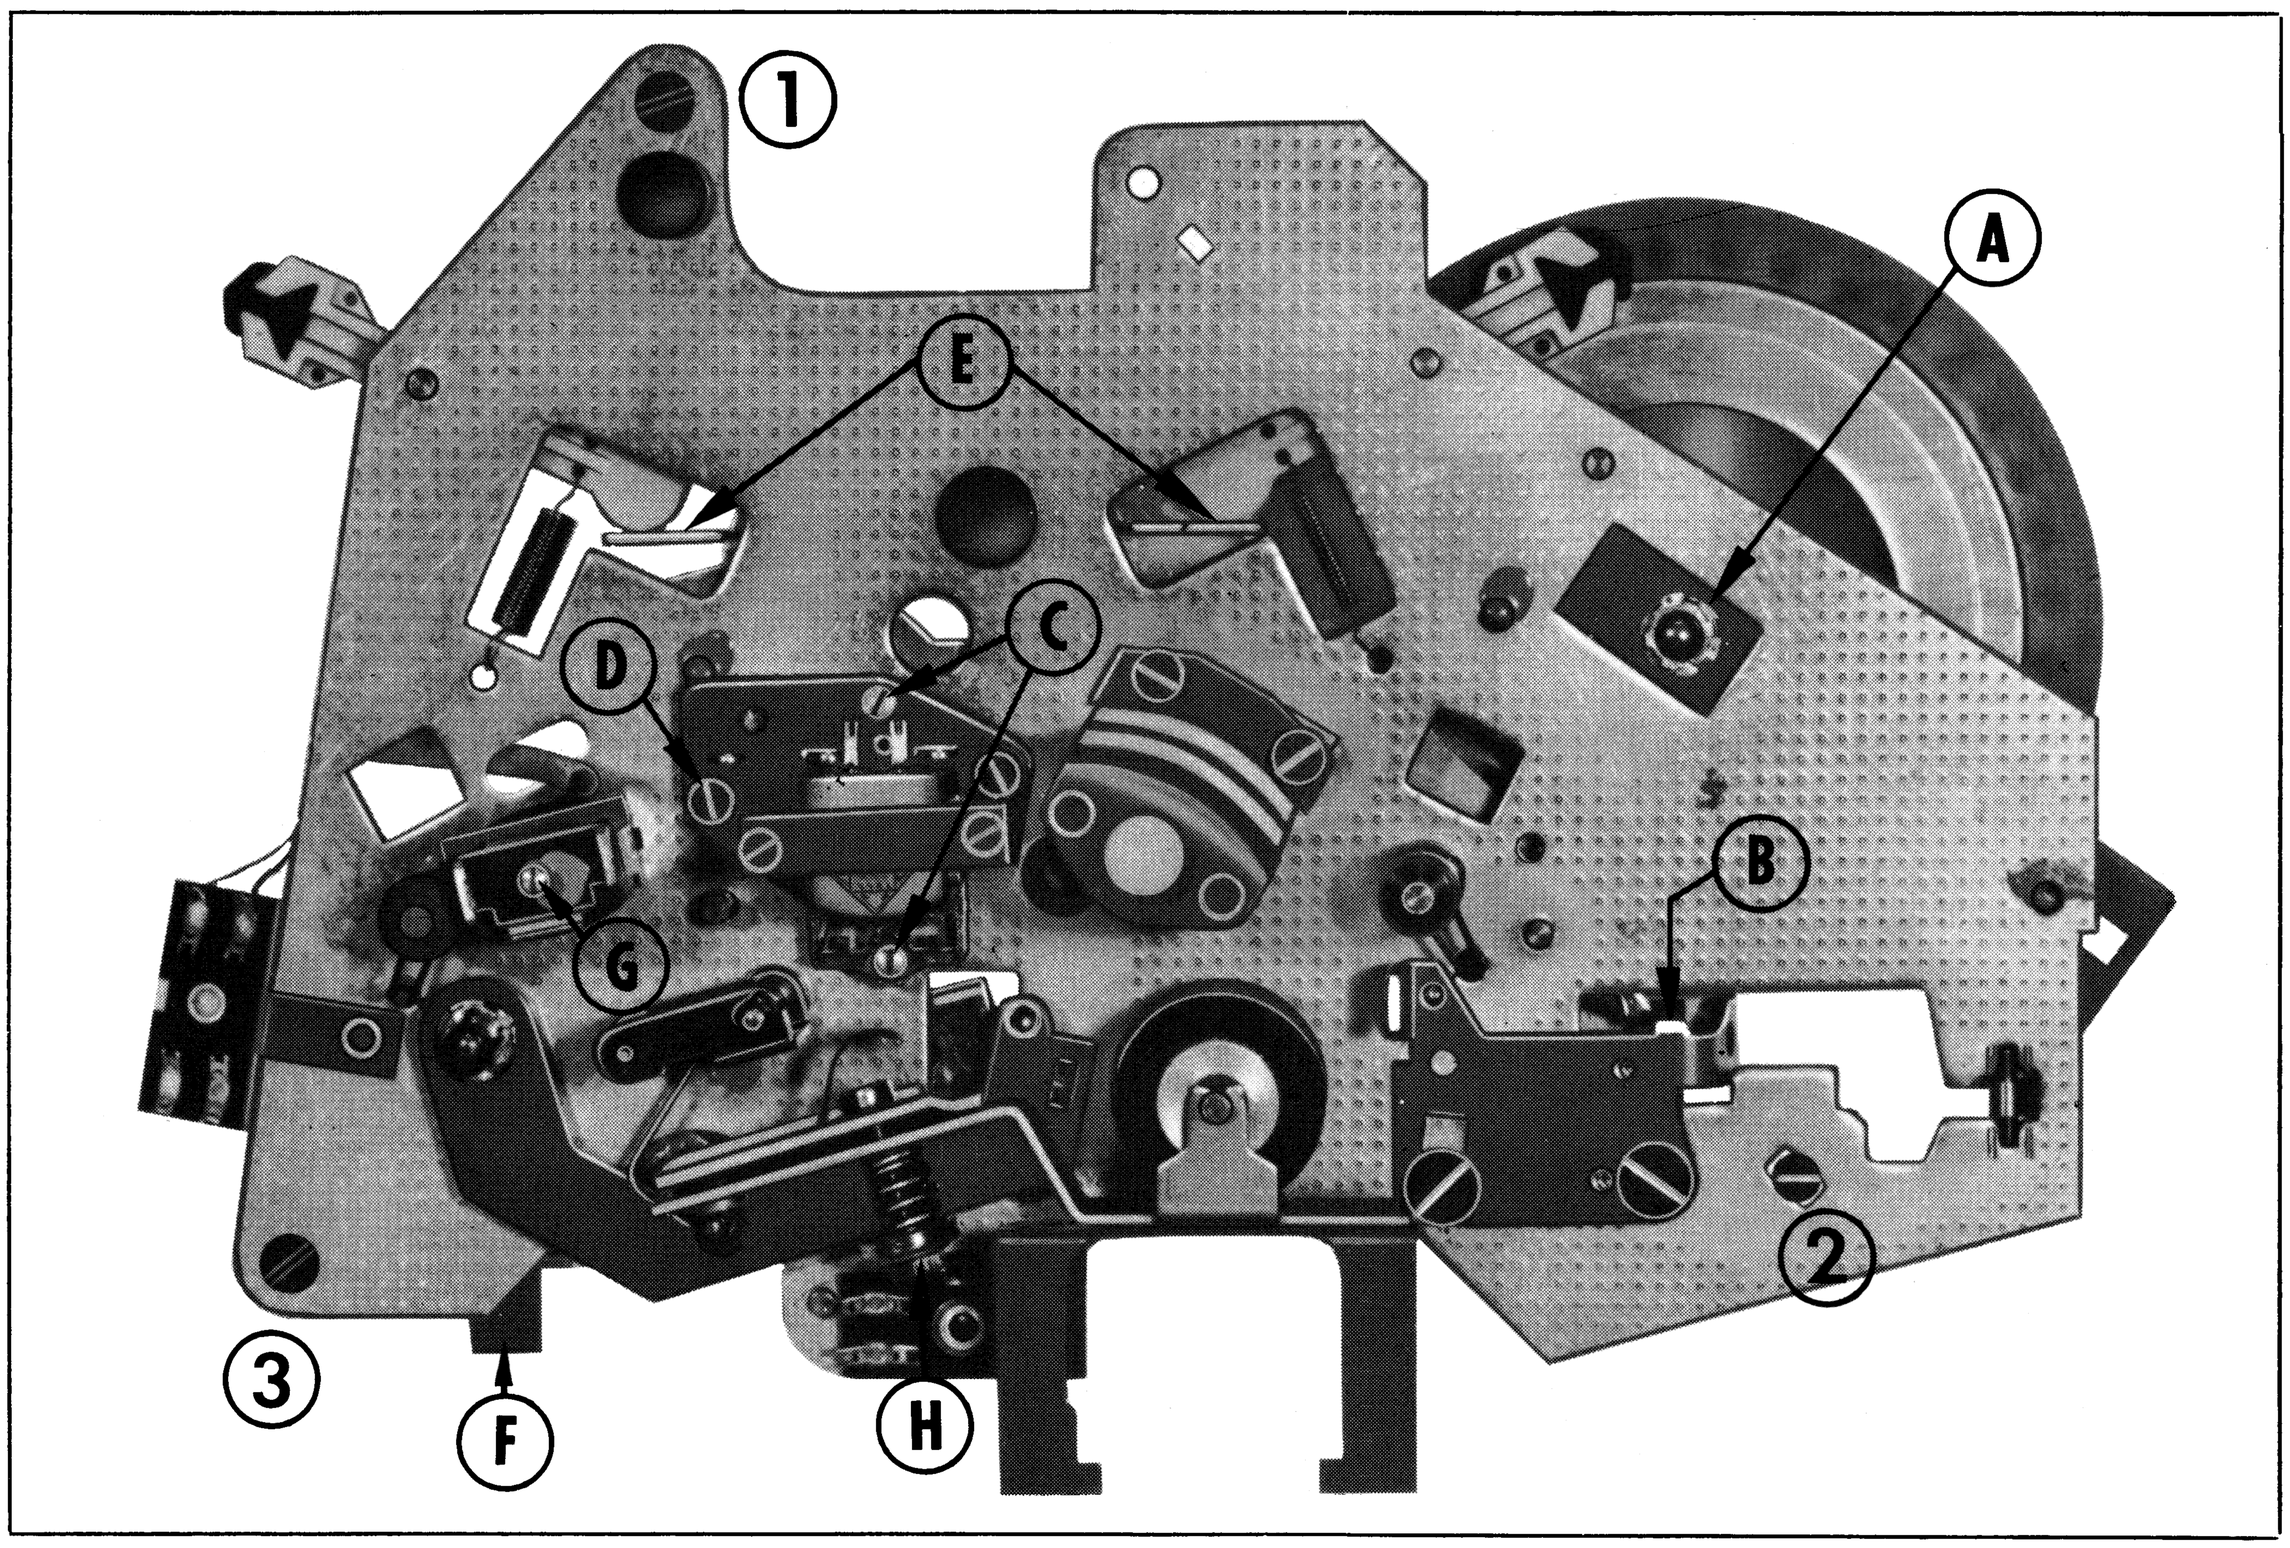

Abb. 8: Darstellung der Kopfträgerplatte
Rechten Wickelteller abnehmen, die drei Befestigungsschrauben ①, ② und ③ (Abb. 8) der Kopfträgerplatte herausschrauben. Kopfträgerplatte nach oben von der Tonwelle abziehen (das Kunststoff-Prismenlager der Tonwelle verbleibt in der Kopfträgerplatte). Umschaltwippe nach dem Aushaken der Zugfeder heraus- und Motorriemen vom Umschaltrad abnehmen.
Kopfträgerplatte wieder auf die Tonwelle aufsetzen. Prüfen, ob die Platte sicher auf ihren Stützen aufliegt und der Hebel des Drucktastensatzes vor dem Schieber (F) der Platte liegt. Schrauben in der Reihenfolge ①, ②, ③, wie in Abb. 8 angegeben, festschrauben. Falls der Staubschutzring verrutscht sein sollte, ihn nur so weit nach unten schieben, daß zum Prismenlager in der Kopfträgerplatte noch ein Abstand von etwa 0,5 mm verbleibt. Der Staubschutzring darf die Oberkante der Gummirolle nicht berühren.